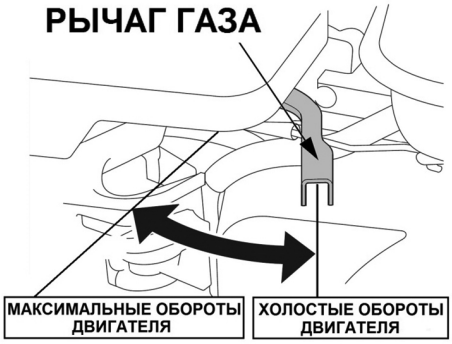

Рис. 21 Положения рычага газа
5. Переведите рычаг газа на 1/3 хода в сторону положения максимальных оборотов двигателя (Рис. 21).